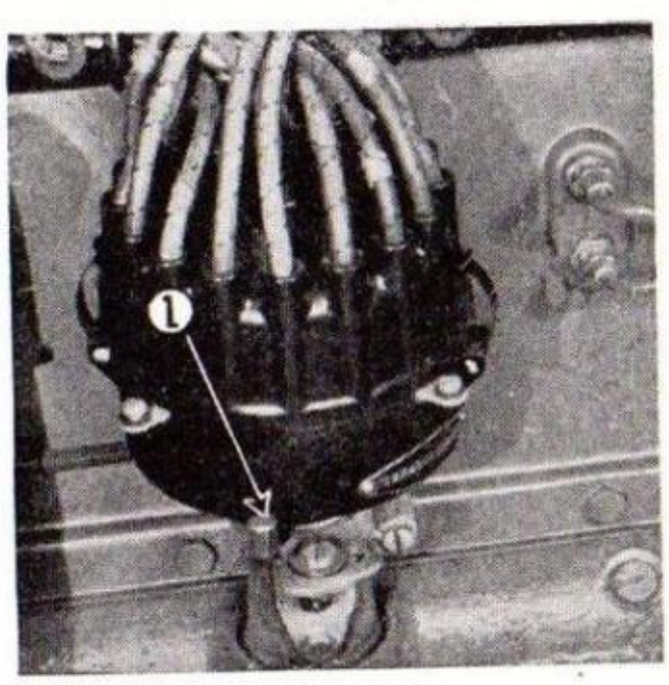

Fig. 18
DISTRIBUTOR LUBRICATION—Figs. 18 and 19—Lubrication Code "D": Lubricate every 1000 miles with a few drops of oil in oil cup (1).